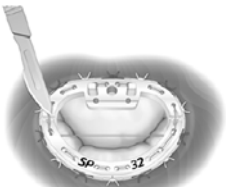

図 6
4) メスを用いて 2 本のホルダ固定糸を切断し(図 6)、弁輪からホルダを取り外す。ホルダは廃棄する。
6) メスを用いて 2 本のホルダ固定糸を指定の位置で切断し(図 6)、弁輪からホルダを取り外す。ホルダは廃棄する。